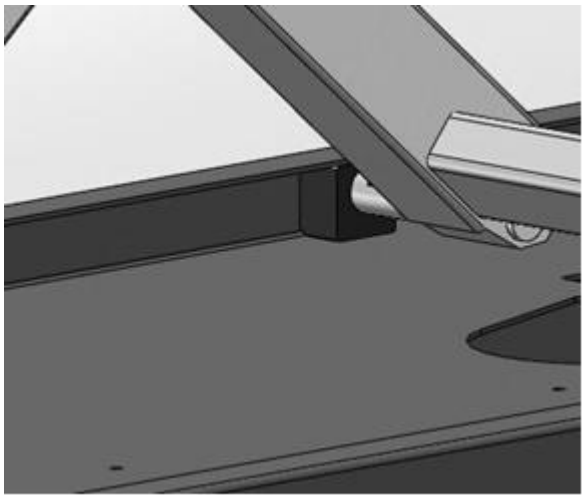

Рисунок 6-2. Нижняя направляющая
2. Найдите верхние и нижние ползуны, удалите всю грязь и мусор из направляющих (1,2). См. Рис. 6-2, Направляющая нижнего ползуна.